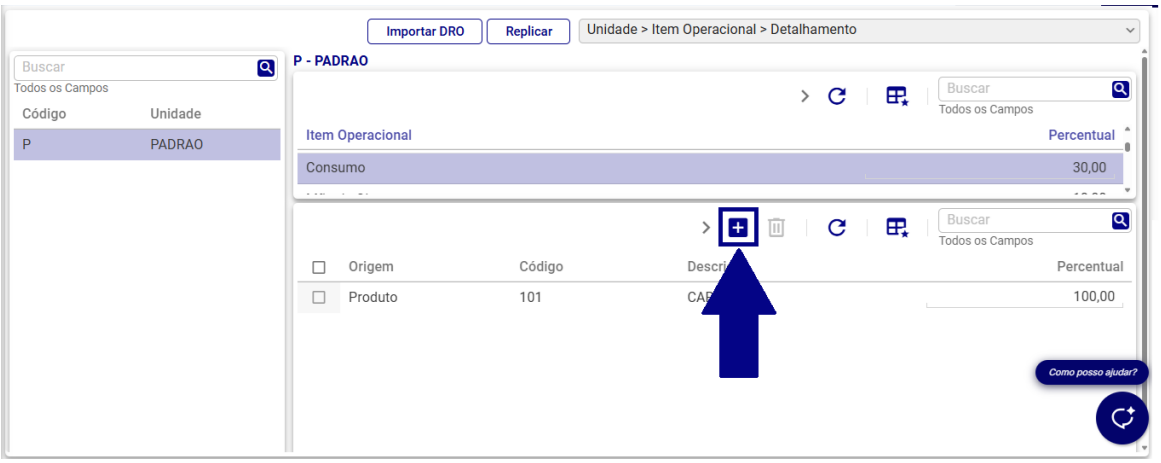

Figura 50: Adicionar
- Na barra de ferramentas da seção **Detalhamento**, clique no ícone **Adicionar** (Figura 50).